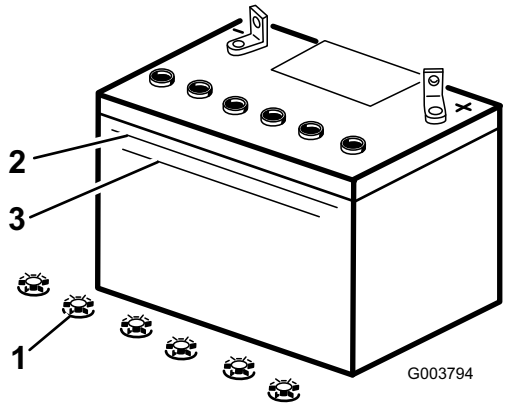

Figure 33
3. Look at the side of the battery. The electrolyte must be up to the Upper line (Figure 33). Do not allow the electrolyte to fall below the Lower line (Figure 33).
3. Remove the filler caps from the battery (Figure 33).
4. Slowly pour distilled water into each battery cell until the electrolyte level is up to the Upper line (Figure 33) on the battery case.
5. Wait five to ten minutes after filling the battery cells. Add distilled water, if necessary, until the electrolyte level is up to the Upper line (Figure 33) on the battery case.